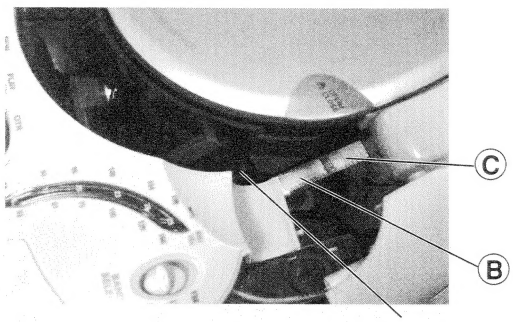

Fig. 3
- Stecker CN107 Ⓑ und CN108 Ⓒ (Fig. 3) von der CD-Platte abziehen.
- Unplug the connectors CN107 Ⓑ and CN108 Ⓒ (Fig. 3) from the CD circuit board.